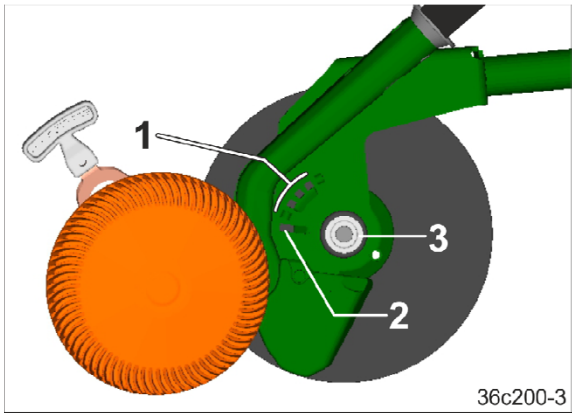

Fig. 132
1. Den Hebel über die Rastung (Fig. 132/1) hinweg in das Langloch (Fig. 132/2) einrasten.
2. Die Scharscheibe im Langloch (Fig. 132/2) soweit verschieben, bis die Scharscheibe vom Verschluss (Fig. 132/3) freikommt.